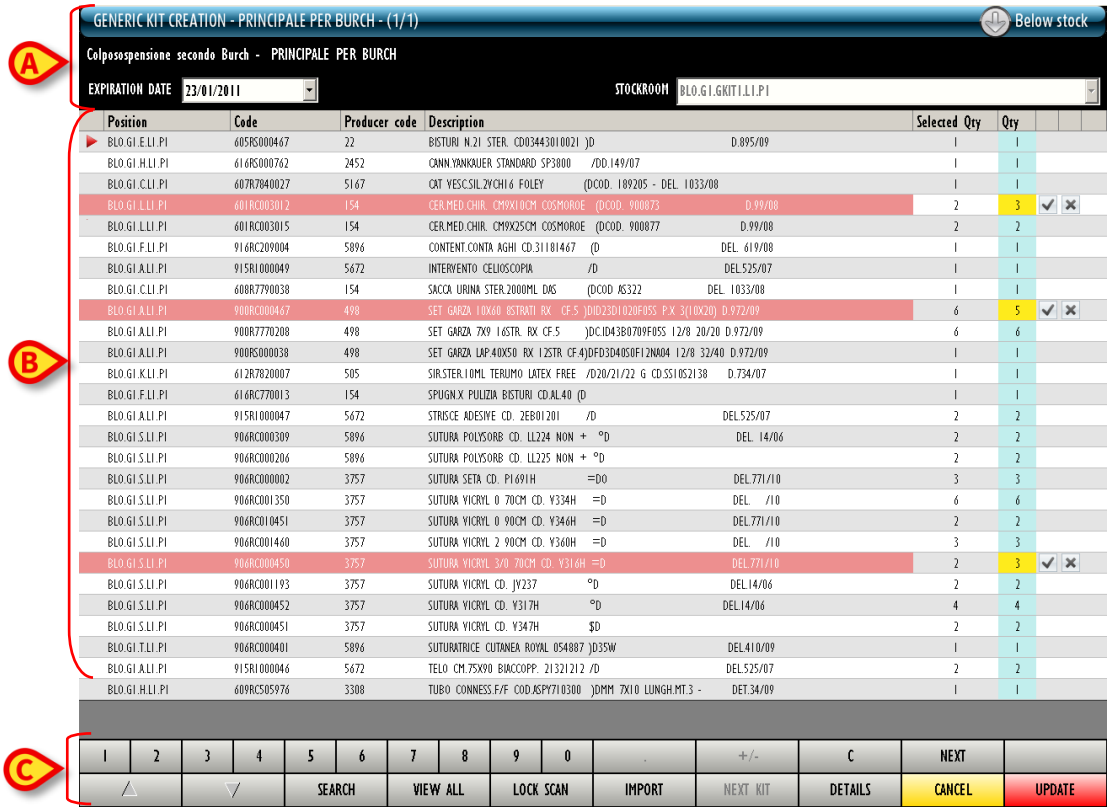

Fig 240
The generic kit creation screen, shown in Fig 240, is formed of three main areas:
- the header (Fig 240 **A**);
- the data area (Fig 240 **B**);
- the command bar (Fig 240 **C**).
The data area shows the list of resources that are progressively recorded and inserted in the kit. The resources are listed in a table (Fig 240 **B**).